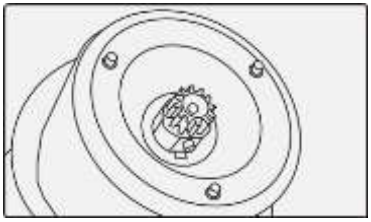

Рис. 20
2. Поверните кувшин, закрепив ножи в отверстии рукой (Рис. 20).